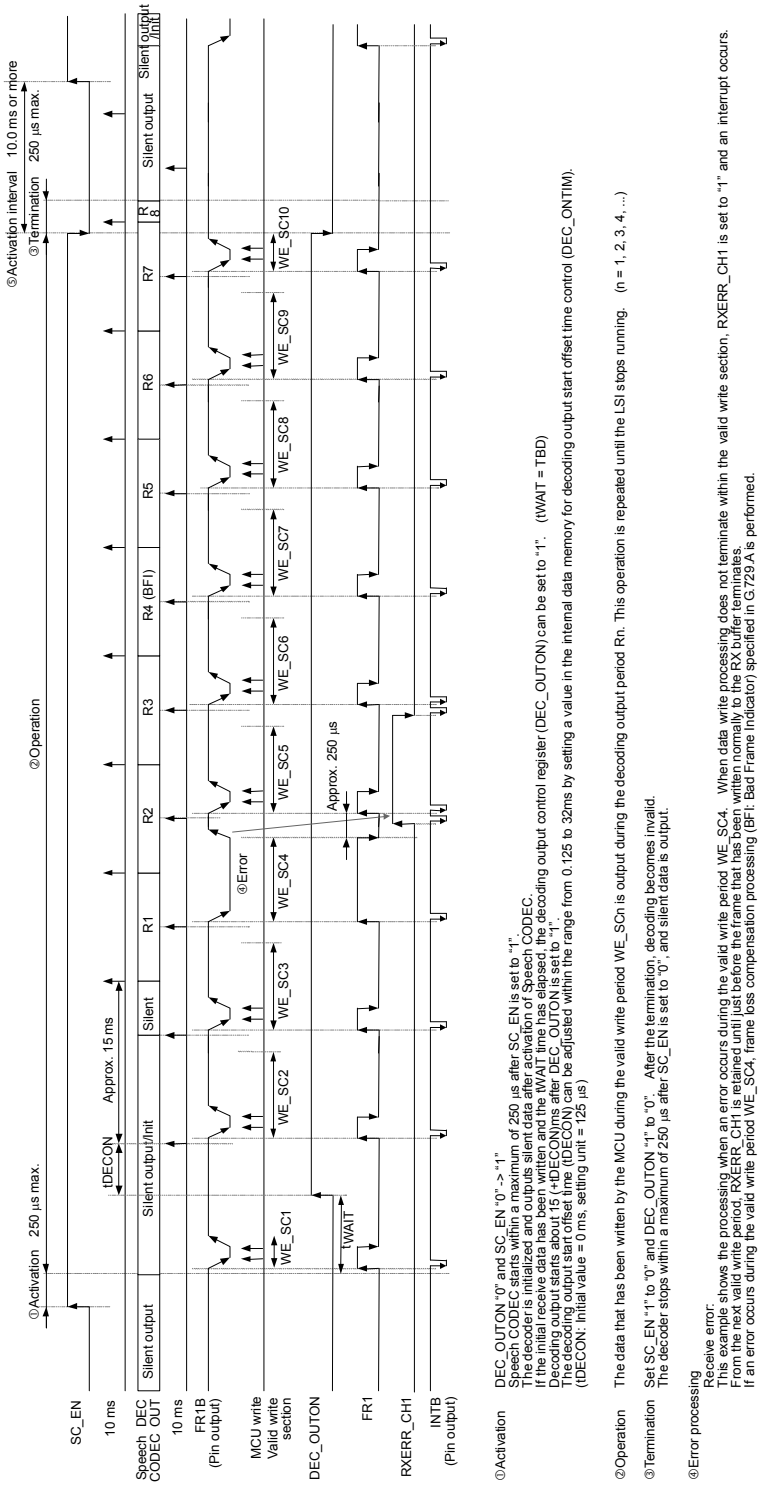

Figure 18 G.729.A Receive Buffer Control Method at Single-Channel Operation (10 ms/frame mode)
Figures 18 to 21 show the receive buffer control methods at single-channel operation.
① G.729.A operation (before switching)
Operates according to the contents described in ② Operation and ④ Error processing in Figure 18 G.729.A receive buffer method at single-channel operation (10 ms/frame mode).
② Switching processing